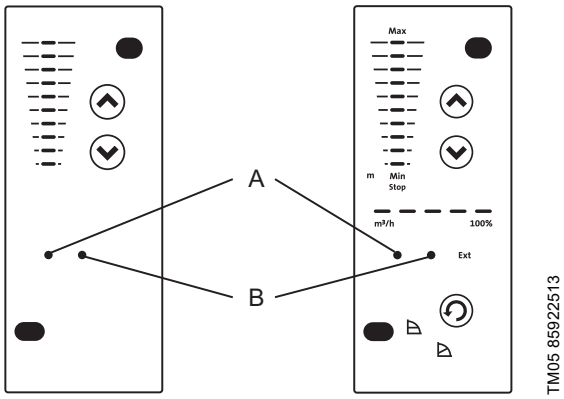

Рис. 149 Положение световых индикаторов
Световая индикация зеленого (A) и красного (B) цвета на панели управления насоса и внутри клеммной коробки предназначена для отображения рабочего режима насоса. См. рис. 149.